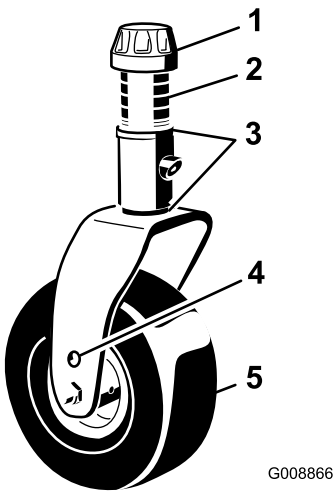

Bild 135
1. Entfernen Sie die Spannkappe von der Laufradspindelwelle und ziehen die Laufradspindelwelle aus dem Laufradarm heraus (Bild 135).
Entfernen Sie die Spannkappe und die Laufradgabel (Bild 135).